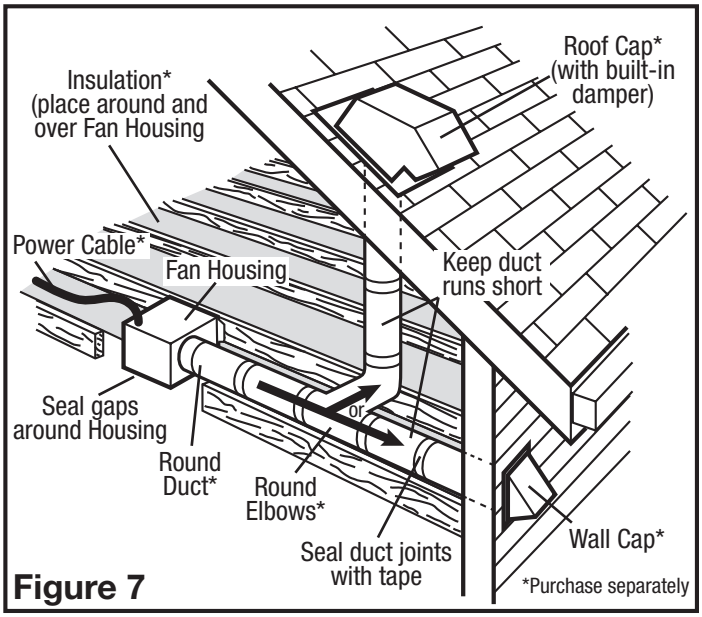

Figure 7
2. Ensure duct joints and exterior penetrations are sealed with caulk or other similar material to create an air-tight path to minimize building heat loss or gain and to reduce the potential for condensation. Place/wrap insulation around duct and/or fan to in order to minimize possible condensation buildup within the duct, as well as building heat loss or gain **(Figure 7).**